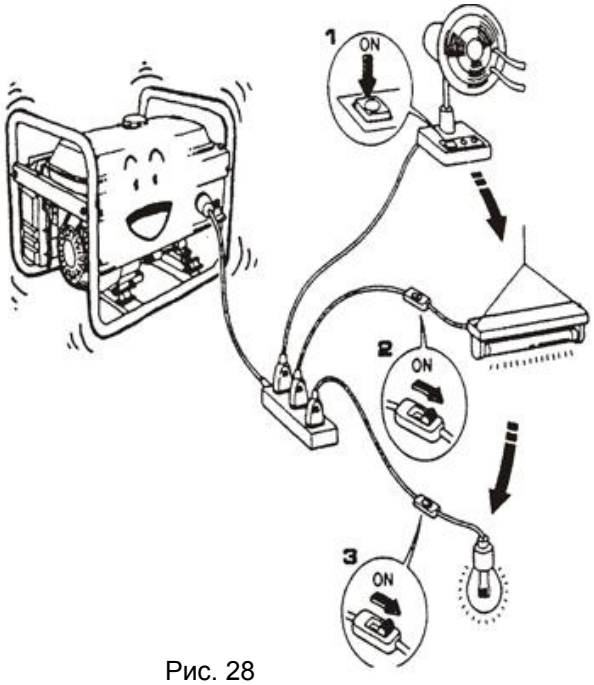

Рис. 28
5.3 Якщо генератор повинен живити електроенергією два чи більше електричних прилади, вмикайте їх послідовно так, щоб прилад з більшим пусковим струмом був першим (Рис. 28).